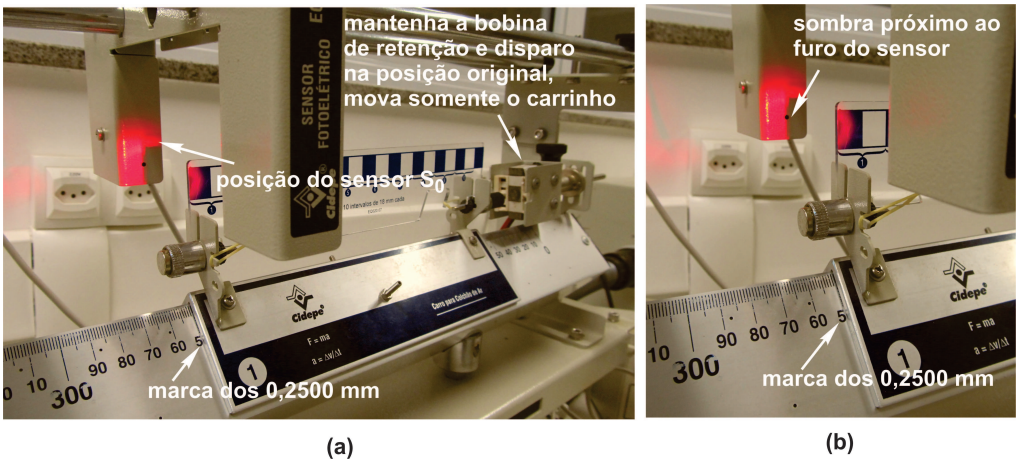

Fig. 6: Alinhamento dos sensores. Nessa operação, mantenha a bobina de retenção e disparo na posição original, mova somente o carrinho.
5. A fotografia na Fig.6 mostra os detalhes de como se pode alinhar os sensores S_0, S_1, S_2, S_3, S_4 em suas respectivas posições fixas. Cada sensor é conectado na entrada correspondente do cronômetro digital de interface. Para que $v_{x_0} \approx 0$, é importante que o carrinho esteja o mais próximo possível da bobina de retenção e disparo quando a outra extremidade for alinhada